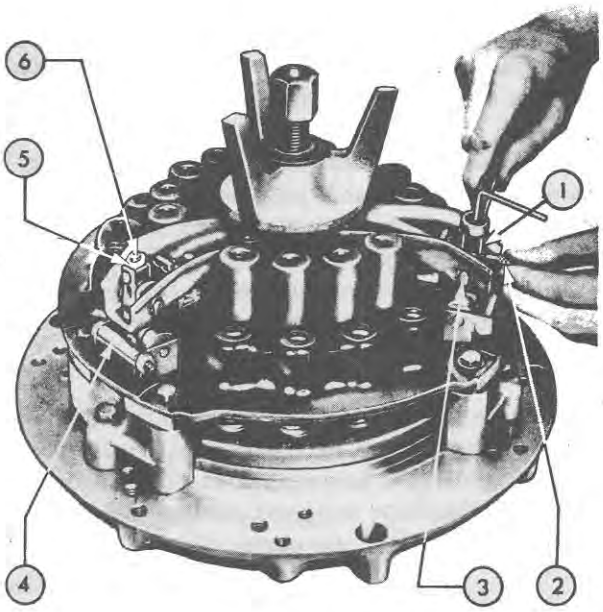

Figure 61
18. Being sure that the gauge spacer assemblies are in position, back off the spindle nut until it clears the thrust washer as shown in Figure 61. Position the center link so the adjusting screw in the top of the link is centered over the strut, then insert the Gauge Pin Tool No. SW510-7, through the link as shown. Loosen the adjusting screw nut, and turn the adjusting screw as required until a slight drag is felt on the gauge pin when the pin is rotated. Do not obtain the "feel" by pushing or pulling on the gauge pin. The "feel" between the strut and adjusting screw should be equal on each link.
19. Lock the adjusting screws, Figure 61, in place with the adjusting screw nuts and re-check the "feel". If necessary, re-adjust until the "feel" is the same on each link.
20. After the links are adjusted, tighten the spindle nut, Figure 61, just enough to relieve the tension on the spacer assemblies. Remove the spacers, then remove the spindle nut, the thrust washer, and the bridge.